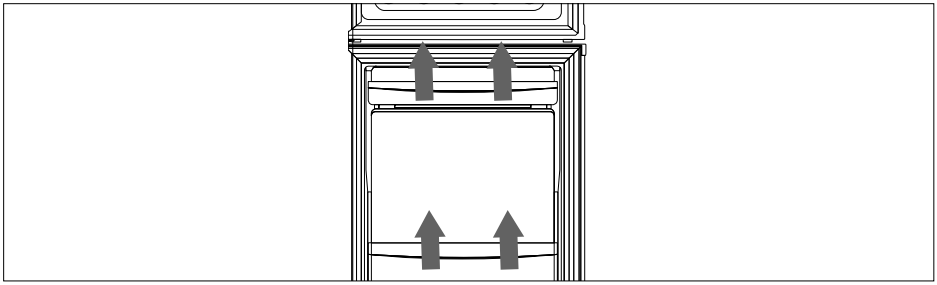

Abb. 18
- Heben Sie das Türfach (4/6) an (siehe **Abb. 18**), um es herauszunehmen.